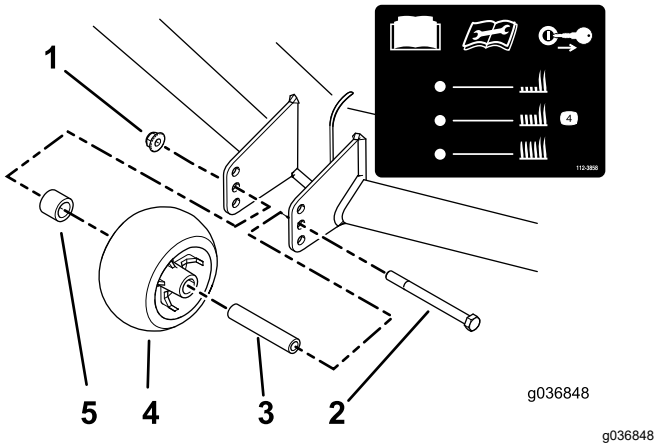

Figure 35
3. Réglez les galets anti-scalp comme montré à la Figure 35.